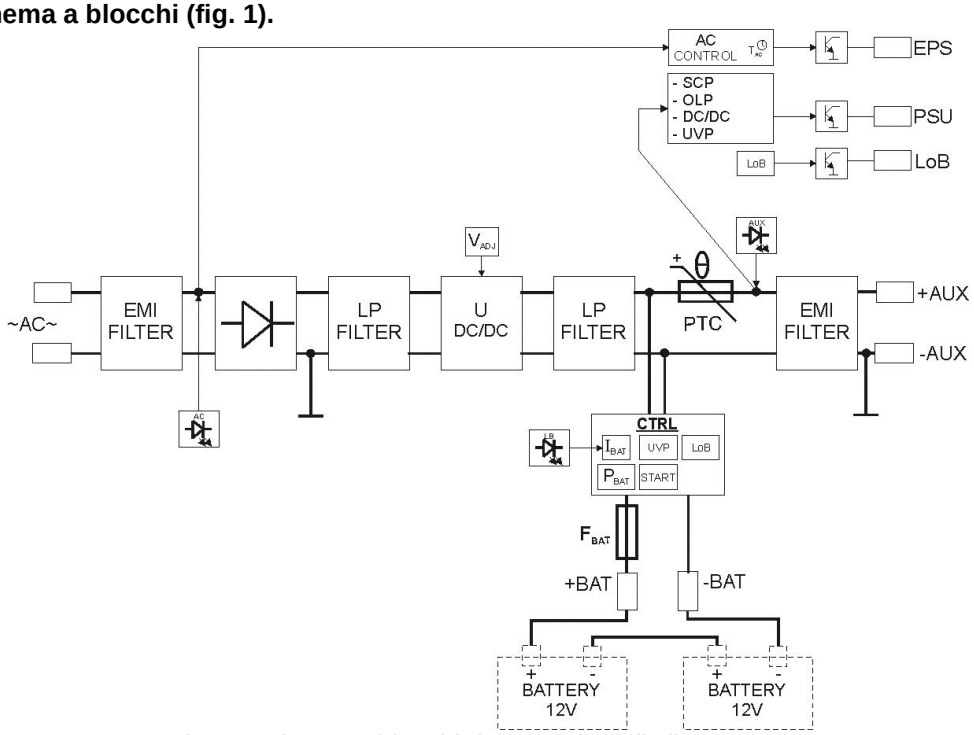

Fig. 1. Schema a blocchi del modulo dell'alimentatore.
1.2. Schema a blocchi (fig. 1).